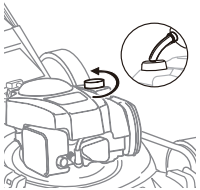

Fig. 5
1. Llena el motor con gasolina sin plomo nueva, limpia y normal con un mínimo de 87 octanos. También se puede usar gasolina con hasta un 10% de etanol "E10". Llena el tanque de combustible hasta el fondo del cuello de llenado del tanque. NO LO LLENES EN EXCESO. (Fig.5)